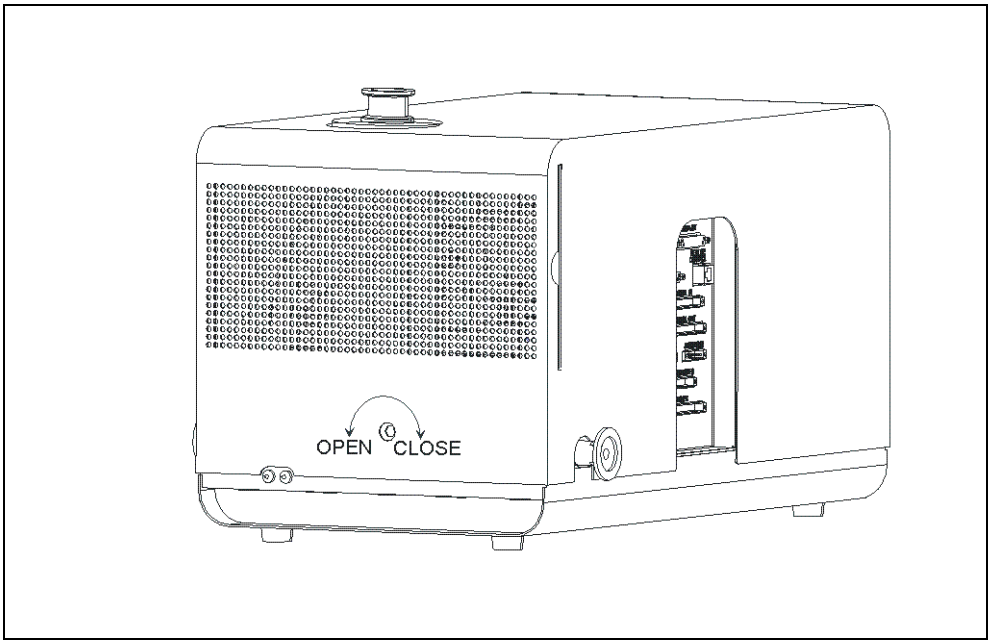

Abb. 7-2 Geräteabdeckung öffnen
3. Mit Innensechskantschlüssel SW 8 mm die Verschlüsse (ROTO-LOCK) auf beiden Seiten der Geräteabdeckung öffnen. Siehe hierzu Abb. 7-2.